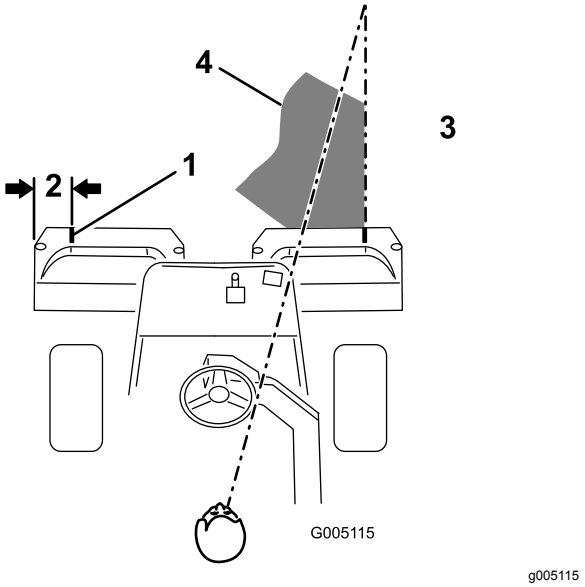
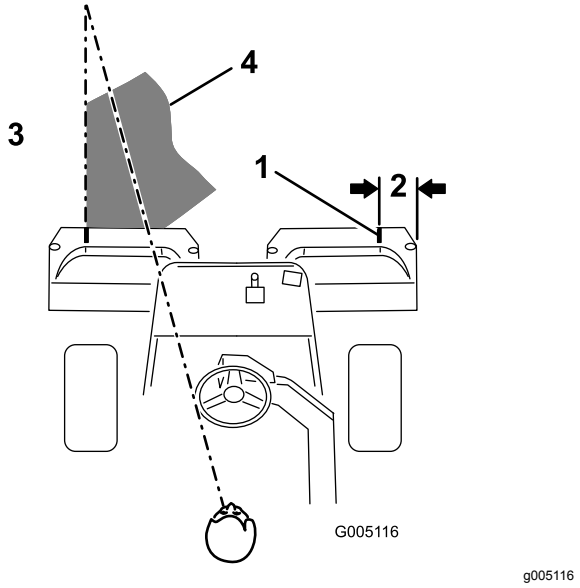

Figur 29
Figur 30
2. Placer enten et stykke hvidt tape, eller tegn en linje på hver enkelt opsamler parallelt med den ydre kant på hver enkelt opsamler (Figur 29).
Bemærk: Skab en imaginær, lige sigtelinje på ca. 1,8-3 m foran maskinen til kanten af den uklippede del af greenen (Figur 29 og Figur 30), som hjælp til at bevare en lige linje på tværs af greenen og for at holde maskinen i en tilsvarende afstand fra kanten af den foregående klipning. Der er nogle, der finder det nyttigt at medtage rattets ydre kant som en del af sigtelinjen, dvs. holde rattets kant på linje med et punkt, der altid holdes i samme afstand fra maskines forende.